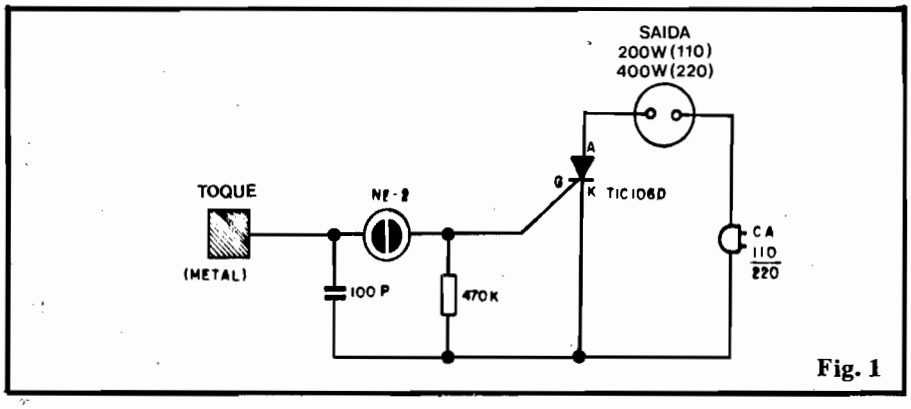

Fig. 1
– **PROBLEMA 1** - São cinco capacitores, todos eles de 10n, interligados da maneira mostrada na fig. 1. O Leitor deverá achar o valor capacitivo total existente entre os pontos A e B, fornecer a resposta e as explicações de **como chegou à resposta.** O valor numérico final deverá ser dado na forma decimal e com dois dígitos após a vírgula (no caso do número obtido não ser um inteiro).
– **FIG. 1** – "Esquema" da MINI-MONTAGEM. Um tirístor comum (TIC106D) comanda diretamente a carga, intercalado entre esta e a C.A.. O controle do SCR é feito através de uma pequena lâmpada neon (NE-2) cujas características de disparo se prestam especialmente a circuitos desse tipo. Um único resistor (470K) ajuda a manter a polarização do SCR no ponto ideal e um pequeno capacitor (100pF) atua, ao mesmo tempo, como "filtro de ruídos" e determinador da sensibilidade do sistema. Quando o operador toca o contato, estabelece-se um "retorno à terra", de alta impedância (as corrente irrisórias envolvidas previnem a possibilidade de "choques"...), suficiente para permitir a ionização (disparo) da lâmpada Neon. Esse percurso de corrente alimenta então o **gate** (eletrodo de "autorização") do SCR que, por sua vez, aciona a carga controlada, em regime de **meia onda** (uma vez que o SCR é uma chave eletrônica de "mão única", funcionando - quando "autorizado" - nos moldes de um diodo de potência, comum...). As características do tirístor TIC106D permitem o trabalho com rede ou carga tanto de 110V quanto de 220V, universalizando assim o circuito.